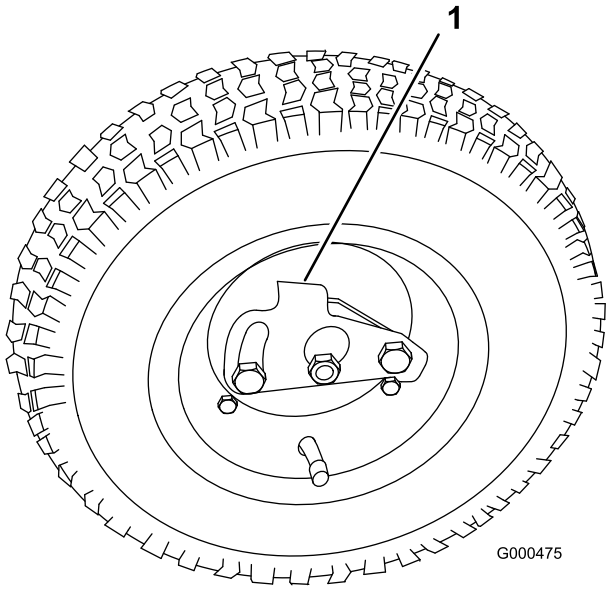

Figura 8
2. Gire la pletina de retención de la rueda hacia el centro de la rueda y coloque la rueda sobre el eje hexagonal (Figura 8).